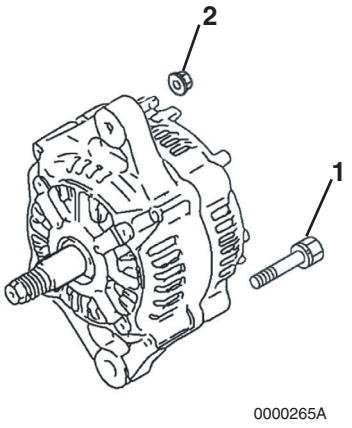

Figure 11-15
5. Align the front frame housing with the rear frame housing. Reinstall the two bolts **(Figure 11-15, (1))** and two nuts **(Figure 11-15, (2))**.